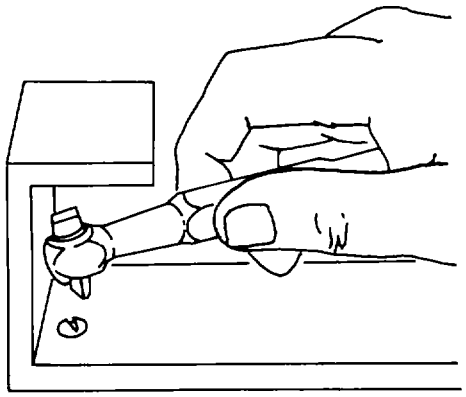

Figure 4-18. Using Offset Ratchet Screwdriver
(3) *Use of offset screwdriver*. The procedure for using an offset screwdriver is as follows (see figure 4-18):
(4) Use of offset-ratchet screwdriver. An offset-rachet screwdriver is used as follows: (see figure 4-18).